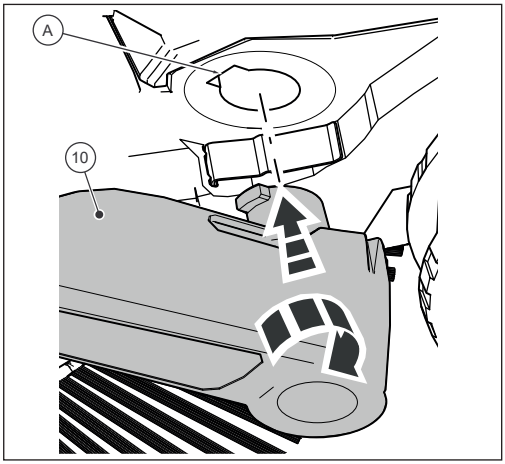

Abb. 10: Montering af håndtagsbeslag
2. Placer et af de to håndtagsbeslag med låsekrogen på håndtagsbeslaget (10) i rillen på rammen (A), så det kan klikke på plads (Fig. 10).